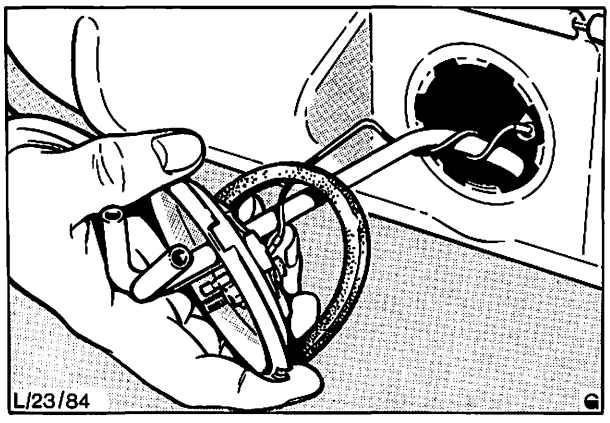

Abb. 73 Geber – Kraftstoffvorratsanzeiger ausbauen
5. Geber mit Spezialwerkzeug 23-009 linksherum aus dem Kraftstoffbehälter drehen und ausbauen, Abb. 73.